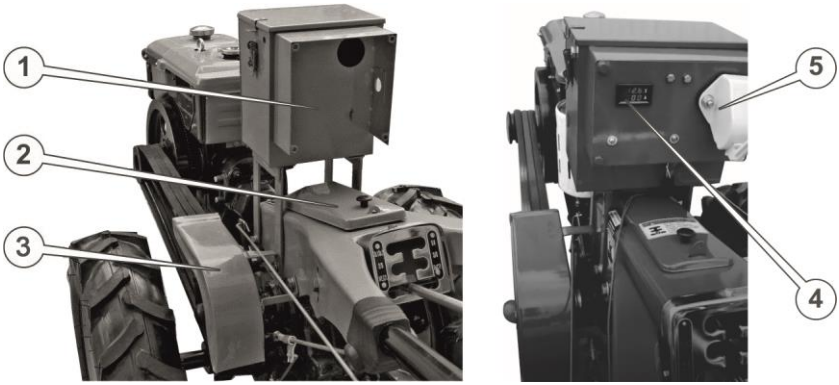

Рисунок 22. – Вид з місця АКБ
20. Відкрутити 4 передні болти кріплення керма до редуктора. Встановити ящик (1) (див. рис. 22.) для акумуляторної батареї та електроприладів, затягнути болти кріплення з правого боку мотоблока і передній болт кріплення з лівого боку. (тільки для моделей МБ 1080ДЕ, МБ 1010ДЕ и МБ 1012ДЕ). Вимикач маси – 5, вольт-ампер метр.
21. Послабити задній болт кріплення керма до редуктора з лівого боку, встановити захист (3) (див. рис. 22.) веденого шківа, затягнути болти кріплення.
22. Дістати акумуляторну батарею з упаковки і встановити її у відповідний відсік ящика (1) (див. рис. 22.) для батареї клемами до приладового відсіку.